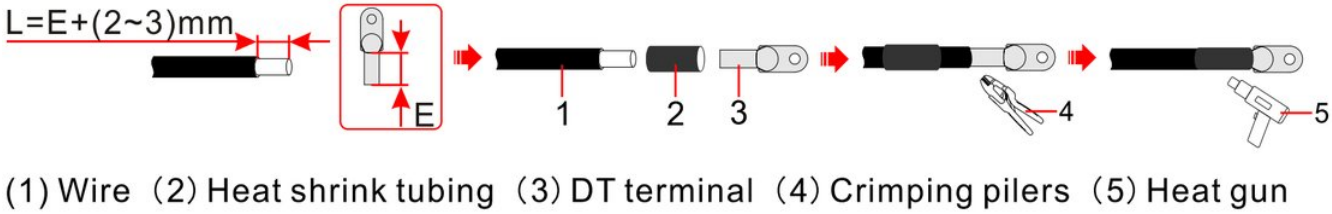

FIGURA 3-48 Crimpatura del capocorda DT
4. Crimpare il capocorda DT come mostrato nella Figura 3-48.